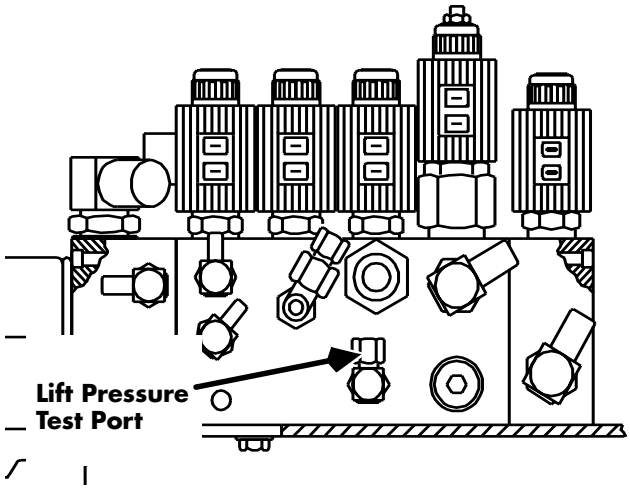
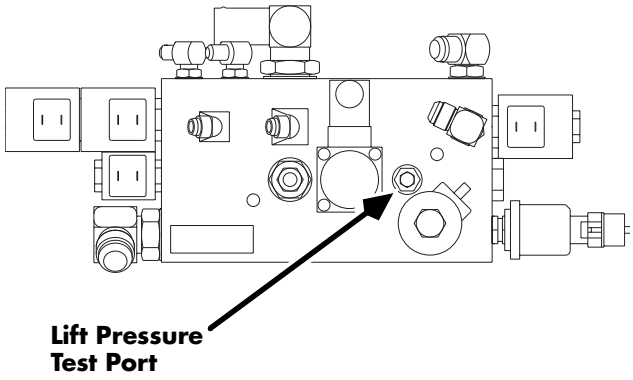

Figure 7-176: Lift Pressure Test Port, Series EZ-B/DZ-B (Front View)
Figure 7-177: Lift Pressure Test Port, Series EZ-A/ES/ET/EF/DZ-A/DS/DT (Front View)
4. Remove the cap from the lift pressure test port on the manifold. See Figure 7-176 or Figure 7-177.